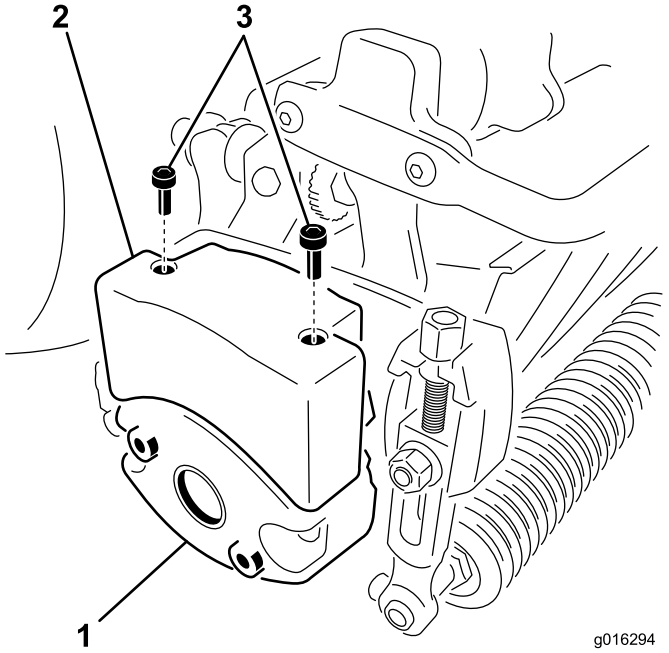

**Figur 11**
4. Ta bort de två bultar som fäster vikten på sidan av klippenheten (Figur 11).
6. Montera en övre vikt på klippenhetens vikt med två insexskruvar (Figur 11).